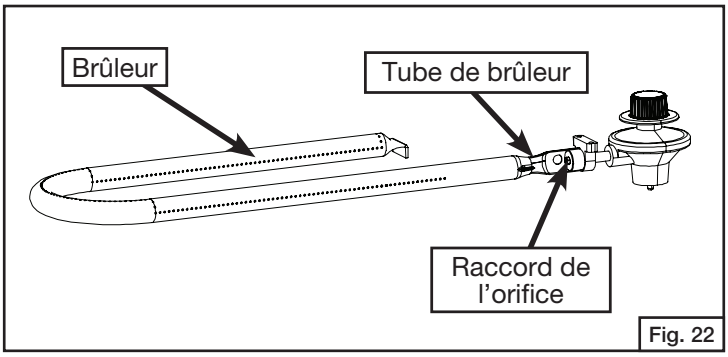

Fig. 22
- Il est important que le brûleur soit bien situé par rapport à l'orifice. Afin de vérifier que le tube du brûleur est bien installé, regardez sous le couvercle de l'élément régulateur. Le tube du brûleur doit être situé sur l'attache de l'orifice. Voir Fig. 22 (le dessus du gril n'est pas illustré).